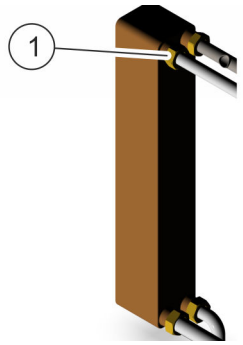

Fig. 29: Allentamento dei raccordi
3. Per allentare lo scambiatore di calore, svitare con una chiave di Crescent 4 raccordi (Fig. 29/1).
6. Per serrare il nuovo scambiatore di calore, serrare 4 raccordi (Fig. 29/1).